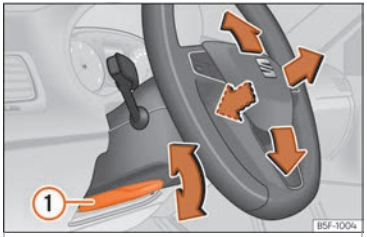

Fig. 21 Alavanca na parte inferior do lado esquerdo da coluna de direção
• Ajustar a posição do volante: puxe a alavanca ››› **Fig. 21** (1) para baixo, mova o volante até à posição desejada e volte a subir a alavanca até ao ponto de fecho.